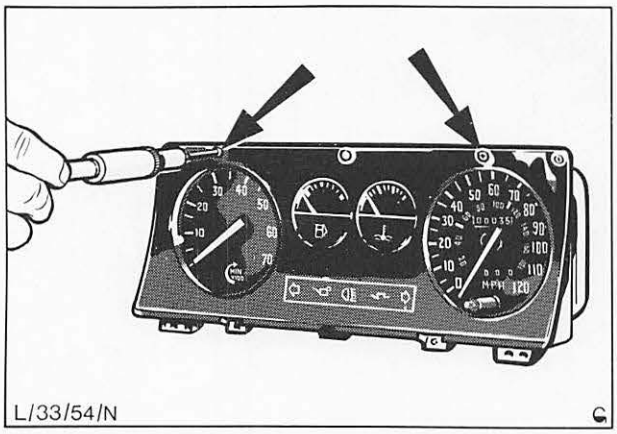
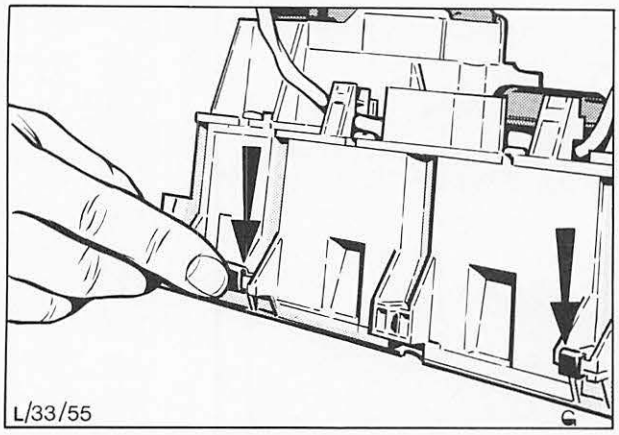

Abb. 59 Halteschrauben – Abdeckscheibe
Abb. 60 Klammern aufdrücken
2. Abdeckscheibe oben vom Kombi-Instrument lösen (2 Schrauben entfernen), Abb. 59.
3. Klammern (2) von den angeformten Zapfen an der Unterkante Abdeckscheibe abdrücken und Abdeckscheibe abnehmen.
5. Abdeckscheibe oben mit zwei Schrauben befestigen, Abb. 59. Beide Klammern an der Unterkante aufdrücken, Abb. 60.